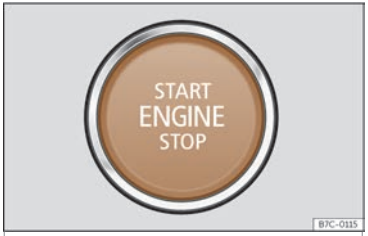

Fig. 136 Botón de arranque.
Ao acceder ao vehículo, o botón de arranque››› **fig. 136** escintila para chamar a atención sobre el.
- Prema o botón de arranque››› **fig. 136** sen pisar o acelerador. Para que o motor arranque, debe haber unha chave válida no vehículo. Tras arrancar o motor a iluminación do
- Prema brevemente o botón de arranque ››› **fig. 136**.